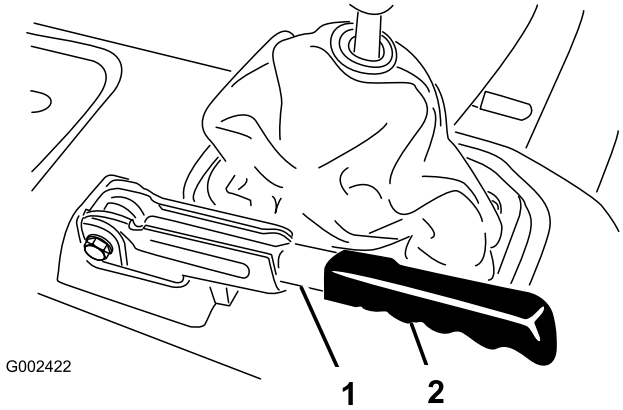

Figur 64
1. Fjern gummihåndtaket fra parkeringsbremsespaken (Figur 64).